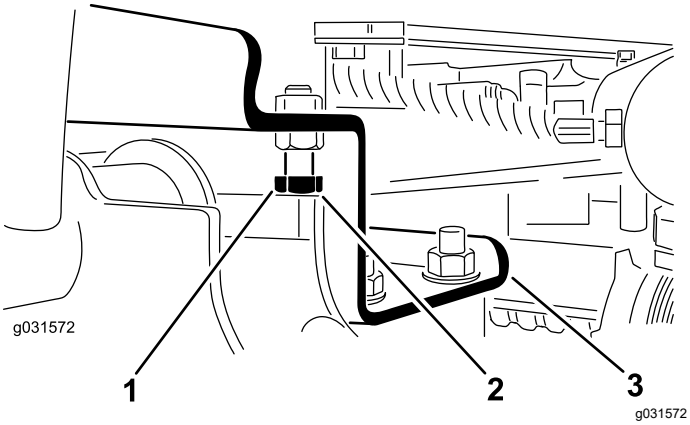

Figur 13
A. Flytta stoppbultarna bakåt (Figur 13).
2. Kontrollera att spelet mellan varje lyftarm och stoppbult är 0,13–1,02 mm. Se Figur 13.